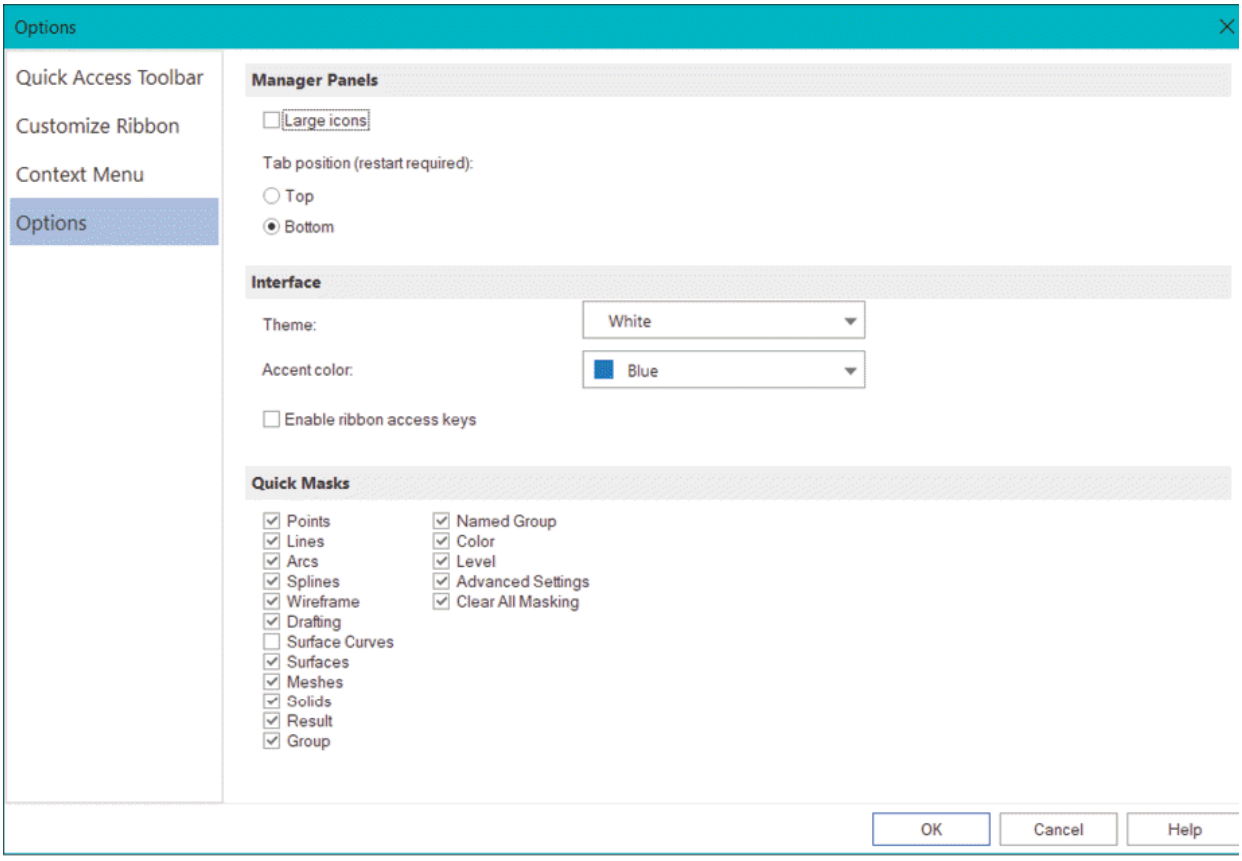

Figure-19. Options option in dialog box
- Click on the **Options** option from the left area of the dialog box. The options in the dialog box will be displayed as shown in Figure-19.